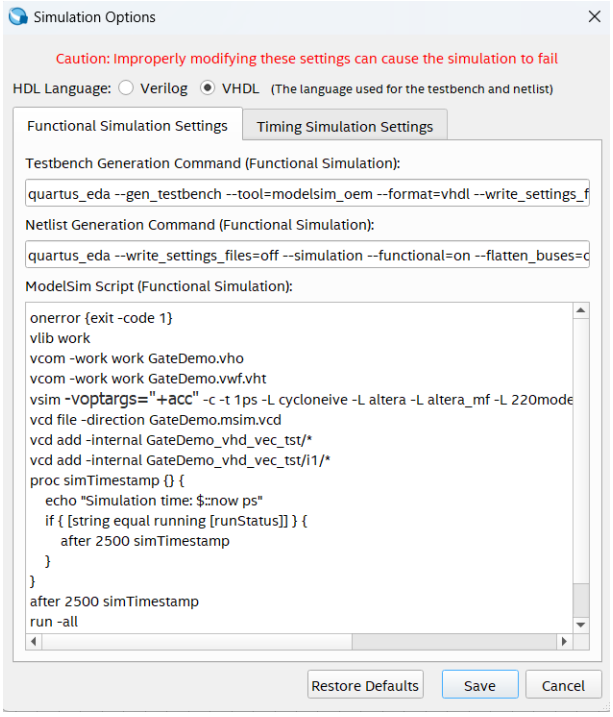
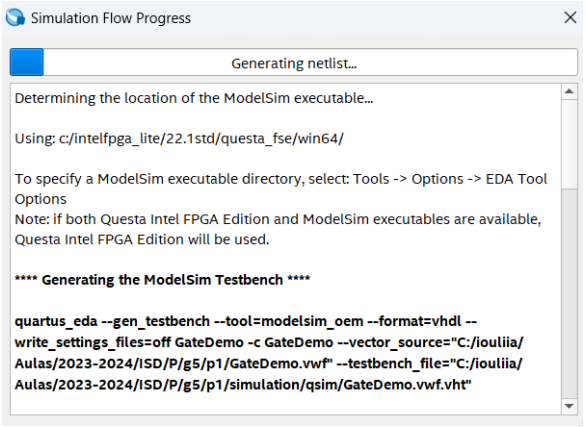
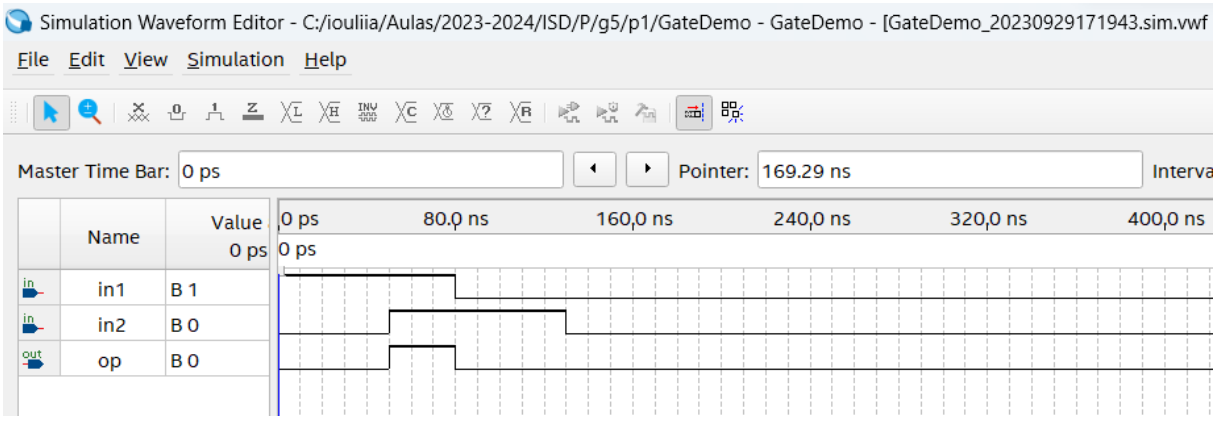

Figure 22 – Modifying the simulation options.
Figure 23 - Circuit simulation compilation.
Figure 24 - Simulator window with output signal waveform as a function of the specified input vectors and circuit behaviour.
14. Access the Simulation Settings through the Simulation menu (Simulation→Simulation Settings). Change the "HDL Language" to VHDL. Then delete text `-novopt` from the vsim command and insert there `-voptargs="+acc"` (Figure 22). Save the file and run the simulation through the "Simulation→Run Functional Simulation" menu, which should open a window similar to Figure 23. After the simulation you should get the value of the logic gate output corresponding to the inputs you specified (Figure 24).